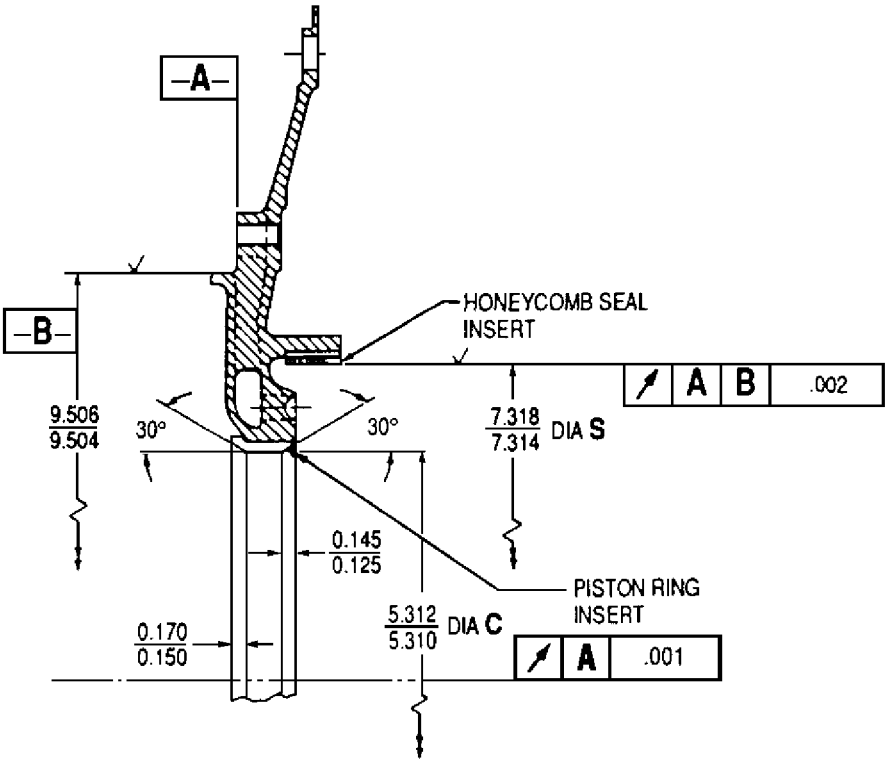

Figure 1. Turbine First−Stage Vane Support Assembly Repair
a. Grind away weld from piston ring insert (figure 1).
d. Machine piston ring insert as necessary to meet 5.312 − 5.310 in. diameter (figure 1).